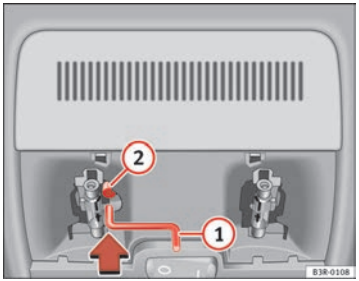

Fig. 83 Detail of headliner: Crank handle for manual operations
- Insert the crank handle (1) all the way into the hexagonal socket (2) ⇒ page 113, fig. 83.